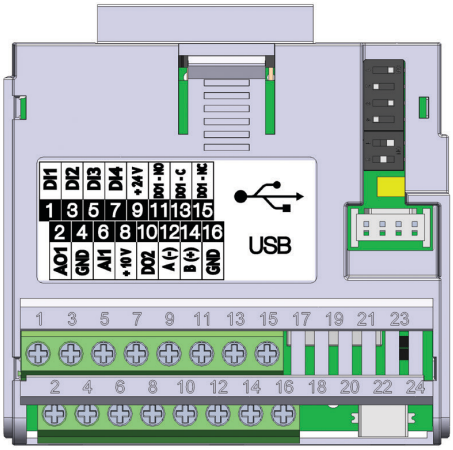

Figure 20.3: *Plug-in module CFW500-CUSB*
The CFW500-CUSB plug-in module has Serial (1) interface through RS-485 port at terminals 12 (A1-) and 14 (B1+), as well as the Serial (2) interface through USB port at standard connector mini USB (mini B), see Figure 20.3 on page 20-1.